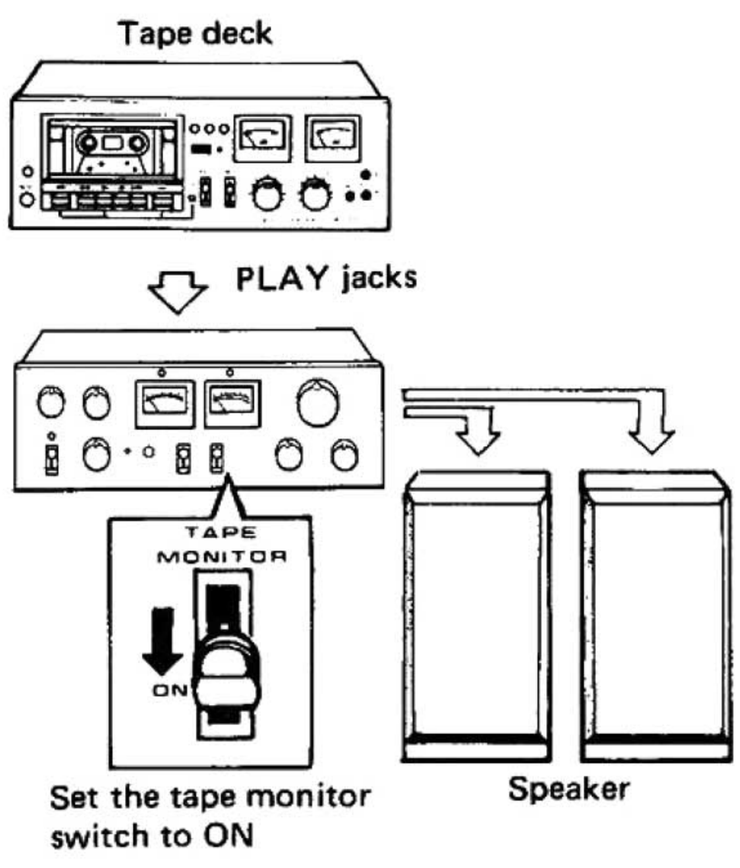

Fig. 7
1. As shown in Fig. 7, set the TAPE MONITOR switch to ON.